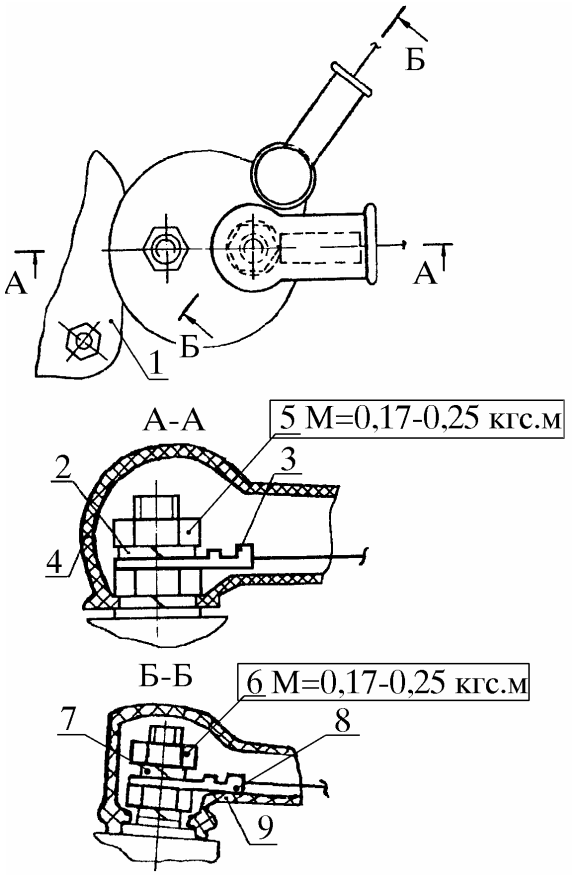

Рис. 40. Присоединение проводов к стартеру:
1) гайки 5, 6 (рис. 40) крепления наконечников проводов к клеммам стартера затянуть с моментом от 7 до 8 Н.м (0,7 - 0,8 кгс.м) и от 1,7 до 2,5 Н.м (0,17 - 0,25 кгс.м)